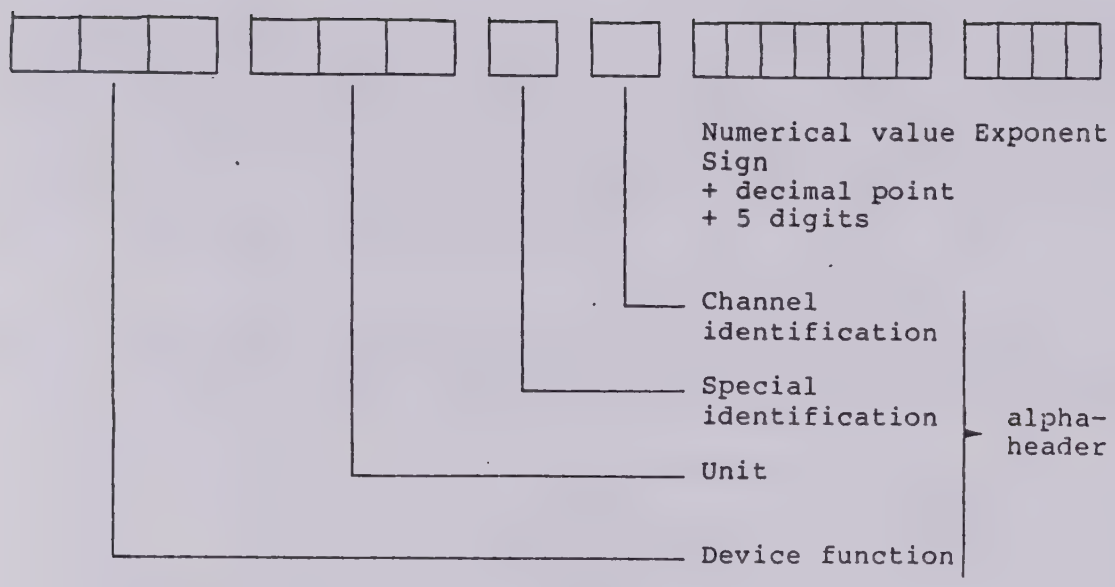

Fig. 2-13 Format of data output
The measured value, reference value or error code can be output either as numerical value only (control character N1) or as numerical value plus preceding 8-digit alphaheader (control character NØ). The structure of the alphaheader is shown in Fig. 2-13. Three characters are provided for the device function (Table 2-19), three for the unit (Table 2-20), one for special identification such as overflow (0), overranging or underranging in case of range hold (H, L) etc. and one character for allocating the numerical value to a measurement channel (A for channel A, B for channel B).